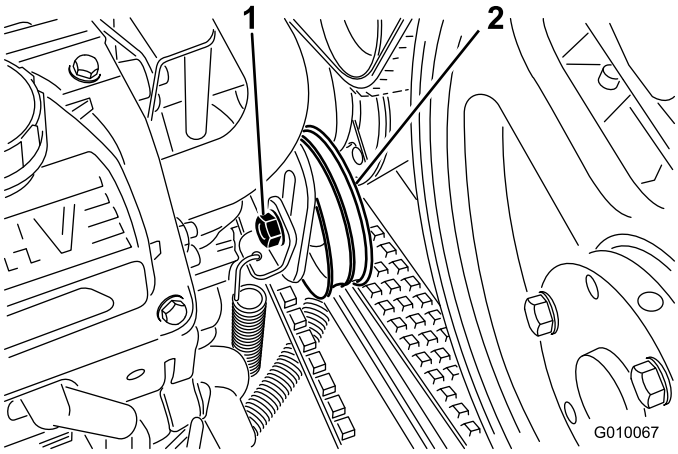

**Figur 57**
3. Lossa pumpremmens remskivsbult tillräckligt mycket för att tillåta rörelse i justeringsspåret (Figur 57).